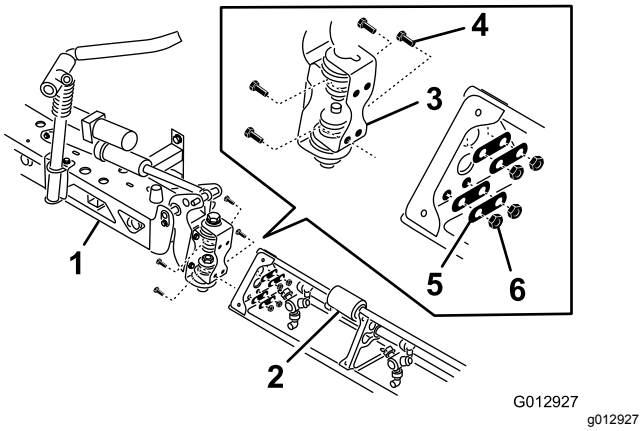

Figur 22
7. Monter bomforlengeren på hengselplaten på den midtre bommen med de fire boltene, skivene og mutrene som ble fjernet under trinn 6, som vist i Figur 22.